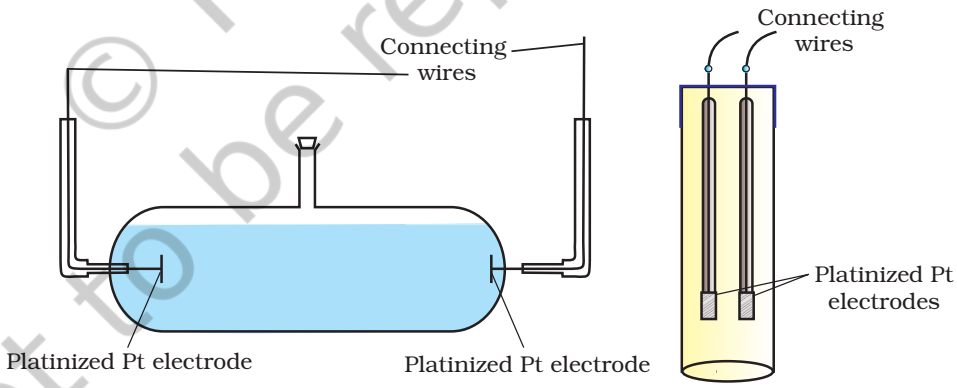

Fig. 3.4 Two different types of conductivity cells.
We know that accurate measurement of an unknown resistance can be performed on a Wheatstone bridge. However, for measuring the resistance of an ionic solution we face two problems. Firstly, passing direct current (DC) changes the composition of the solution. Secondly, a solution cannot be connected to the bridge like a metallic wire or other solid conductor. The first difficulty is resolved by using an alternating current (AC) source of power. The second problem is solved by using a specially designed vessel called **conductivity cell.** It is available in several designs and two simple ones are shown in Fig. 3.4.